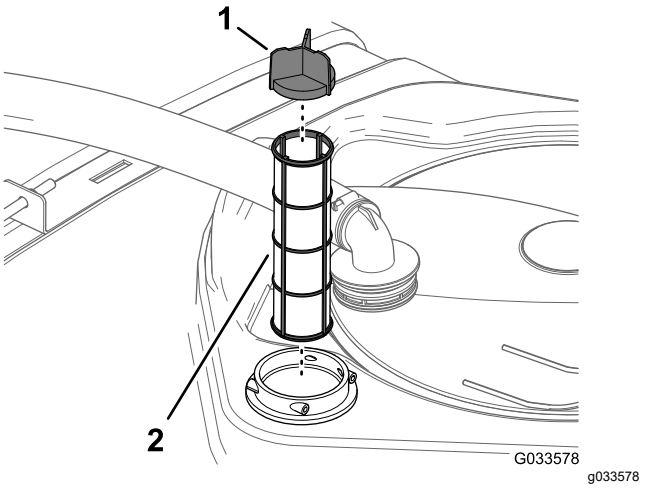

Figura 113
4. Retire o filtro de sucção antigo da estrutura do filtro no depósito (Figura 113).